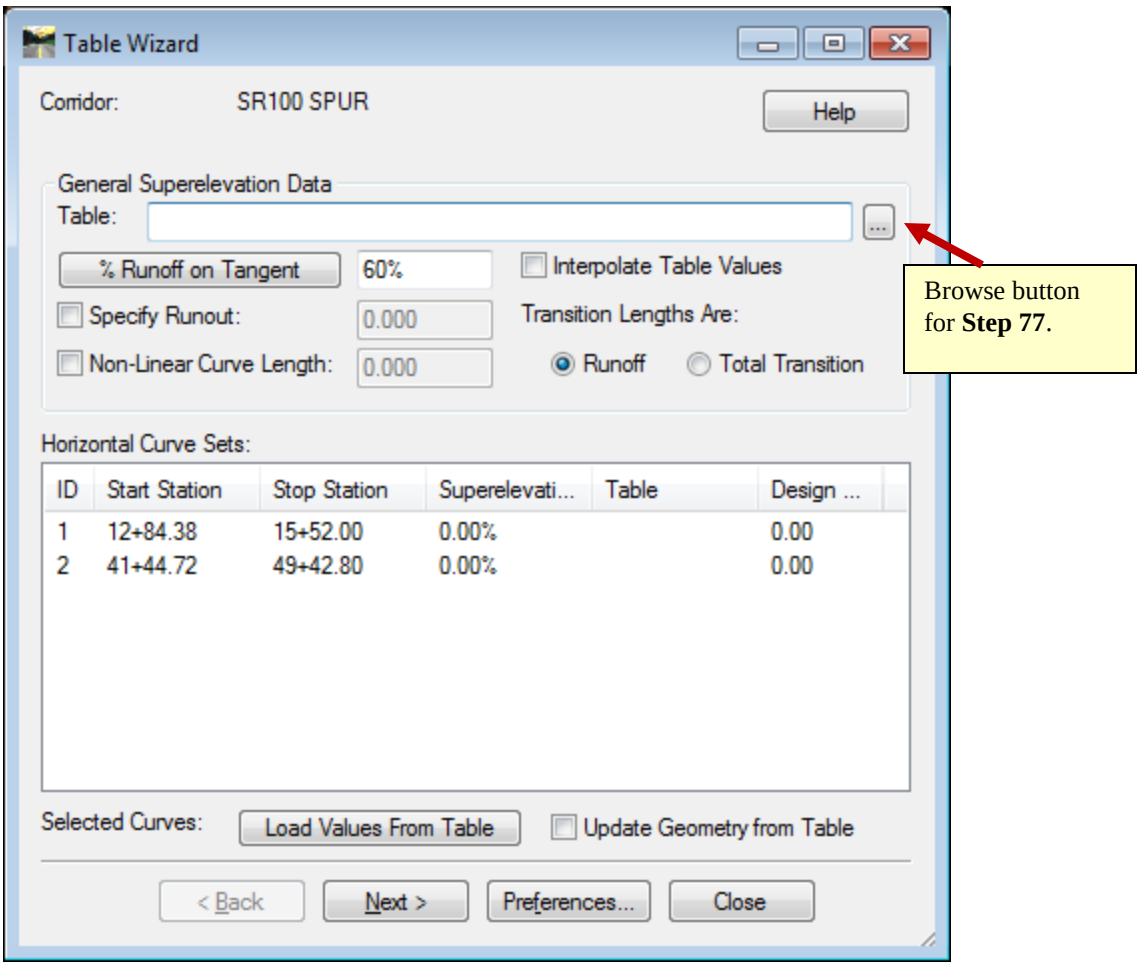

Figure L8-41 Table Wizard
- In the **Roadway Designer**, select **Superelevation ► Create Superelevation Wizard ► Table**. The Superelevation **Table Wizard** opens as shown in *Figure L8-41*.